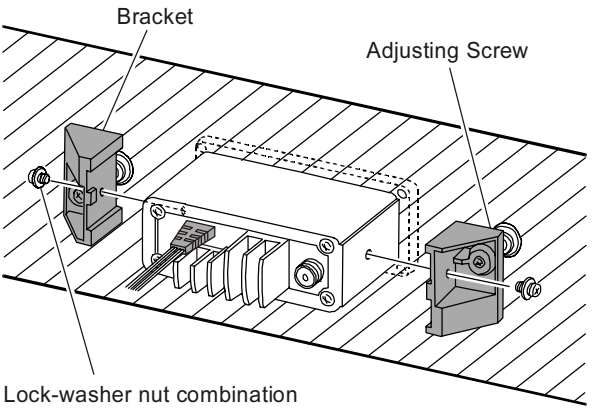

Figure 2. MMB-84 Flush Mount Instllation
4. Fasten the brackets to the sides of the transceiver with the lock washer nut combination, so that the mounting screw base faces the mounting surface (see Figure 2).